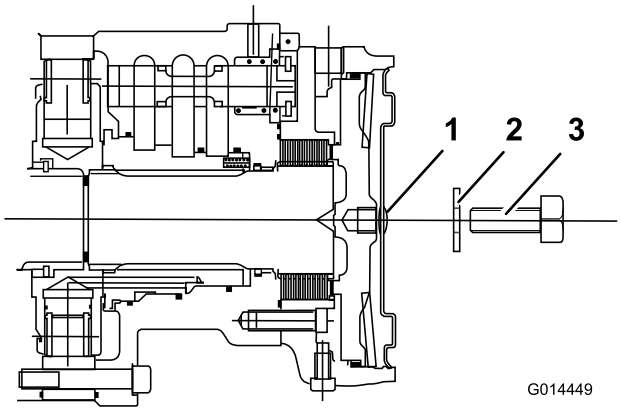

Figur 42
4. Monter en M12 x 40 mm lang sætskrue med skive gennem hullet i midten af motorens endeplade (Figur 42).
5. Stram sætskruen ind i bremsestemplets gevindskårne hul, indtil bremsen udløses (Figur 42).
6. Find motorskivebremsesamlingen på venstre forhjul, og gentag den foregående procedure (Figur 42).